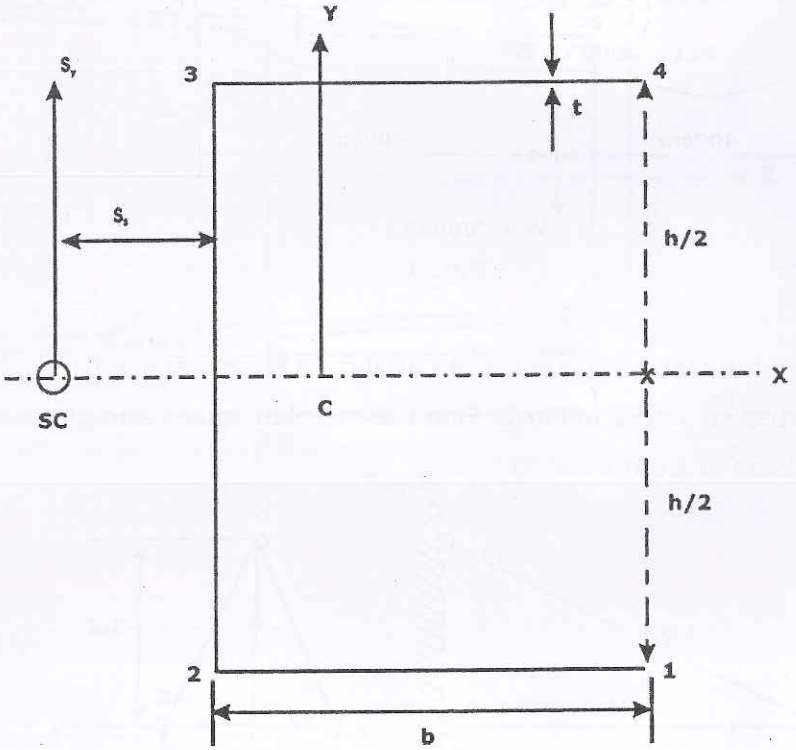

Fig.4
b. Determine the shear flow distribution in the thin walled channel section shown in Fig.4. Due to a shear load S_y applied though the shear center. Draw the shear flow distribution and hence find the location of the shear Centre. **10**